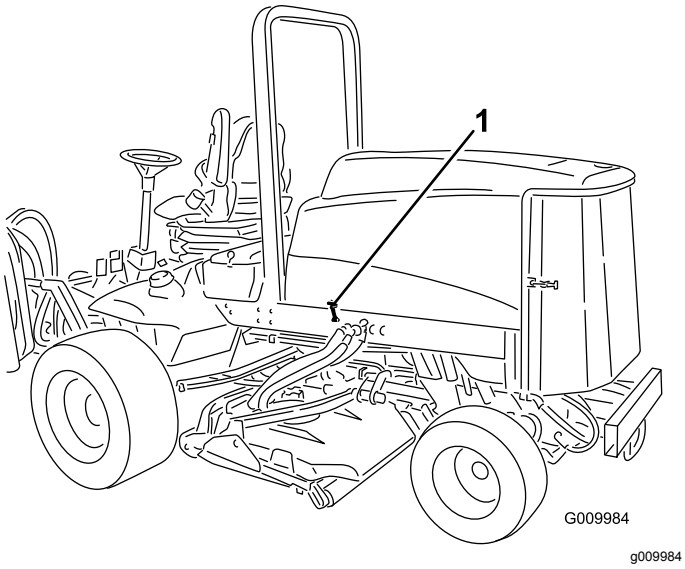

Figura 47
1. Desenganche los cierres del capó (Figura 47) y abra el capó.